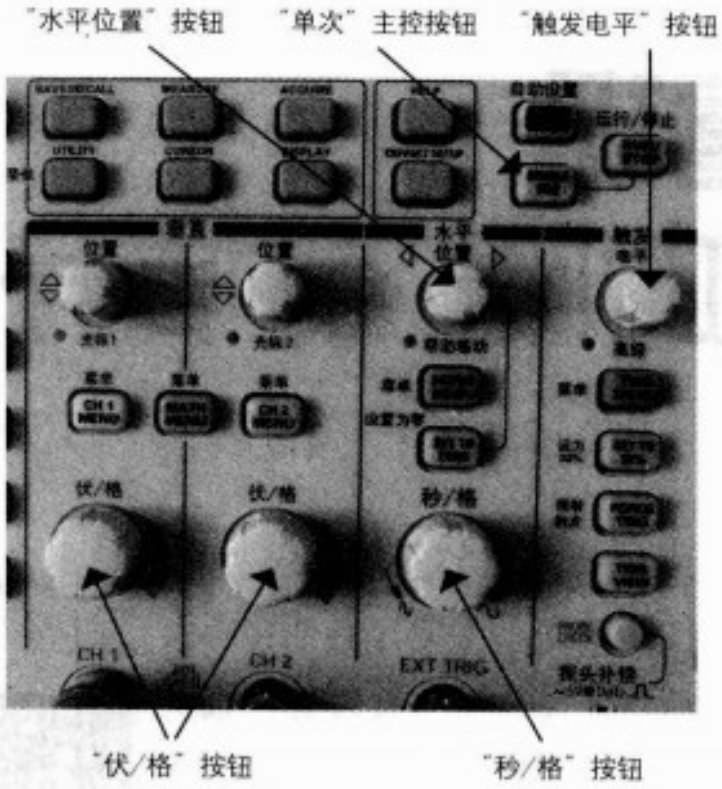
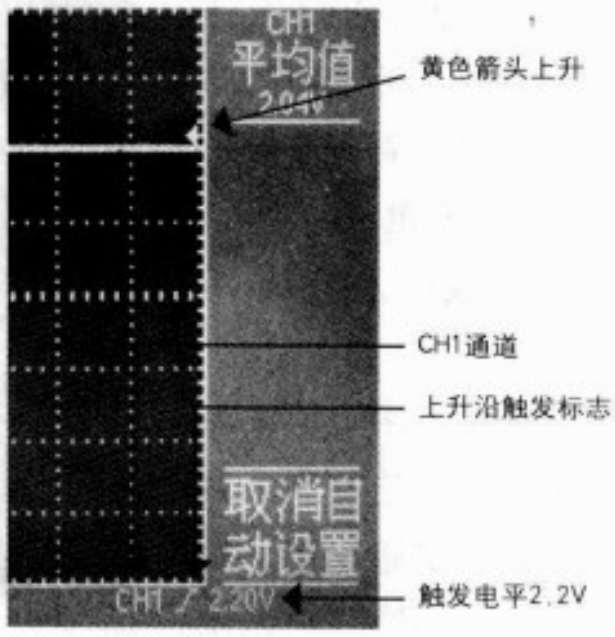

图7 仪器面板部分按钮功能说明
图8 触发电平指示
2. 调整仪器面板右侧“触发电平”旋钮，如图7所示，设定捕捉脉冲电平比信号电平稍高一点，这里设定稍高0.20V，也就是说，只要出现高于2.20V以上的脉冲都能捕捉到。在调整仪器面板右侧“触发电平”旋钮的同时，屏幕上的黄色箭头跟着上移；同时屏幕下方显示“2.20V”字样和“上升沿触发”等标志，如图8所示。